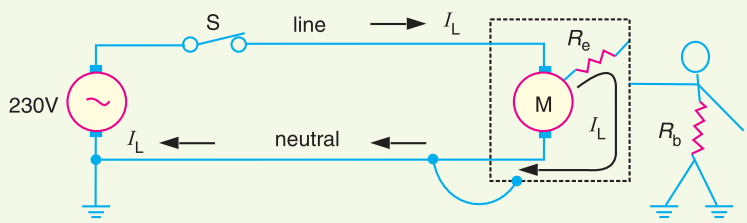

Fig. 26.2
***(ii)* Enclosure connected to neutral wire.** It may appear that the above problem can be solved by connecting the enclosure to the grounded neutral wire as shown in Fig. 26.2. Now the leakage current I_L flows from the motor, through the enclosure and straight back to the neutral wire (See Fig. 26.2). Therefore, the enclosure remains at earth potential. Consequently, the operator would not experience any electric shock.